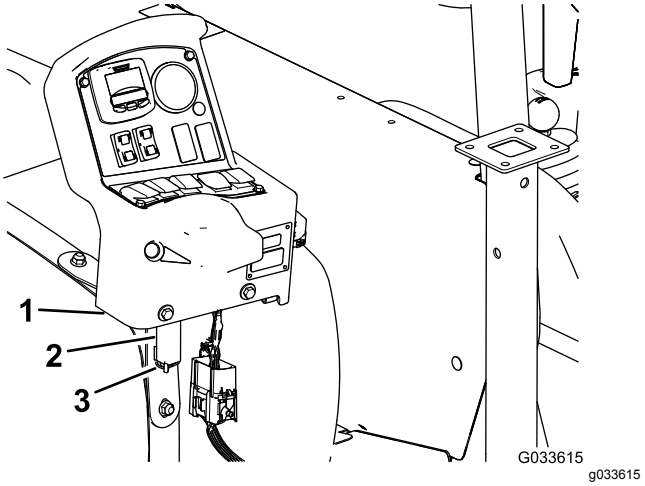

**Figur 132**
7. Fjern konsollen fra konsollmonteringsbraketten ved dashbordet på maskinen, og rett inn svingbolten på kontrollkonsollen med lagringsbraketten på den fremre tankstroppen (Figur 132). Se Montere kontrollkonsollen i maskinen (side 19).
8. Monter konsollen på braketten og fest svingbolten til braketten med hårnålen (Figur 132).